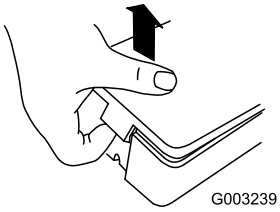

Figur 8
1. Snäpp upp batteriluckan i bägge sidor och ta bort den (Figur 8).